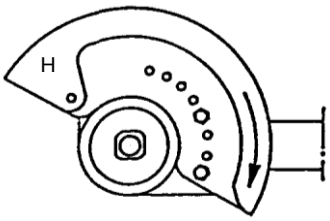

Abb. 7.6 – Einstellung der Schutzhaube
Alle Maschinen sind mit einstellbarer Schutzhaube (H) ausgerüstet, *s. Abb. 7.6*
3) Wählen Sie, je nach Schnitttiefe, die Aufnahmebohrungen der Schutzhaube aus, *s. Abb. 7.6*.